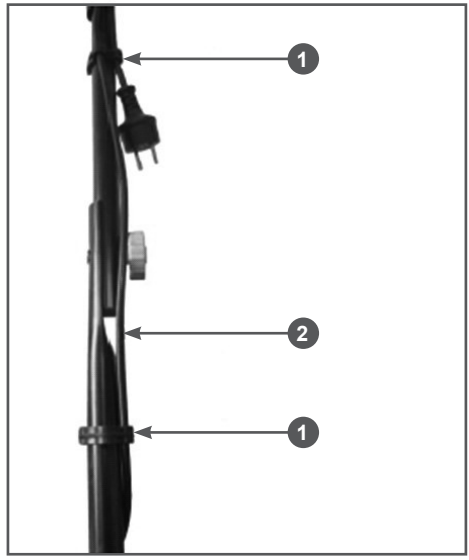

Рис. 6 Крепление кабеля включения
4. Закрепить кабель включения 2 фиксаторами 1 (Рис. 6).